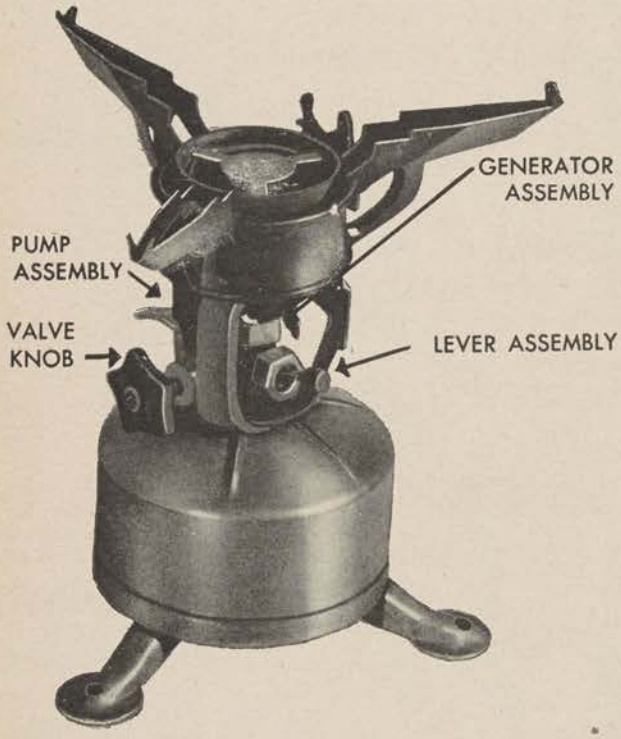
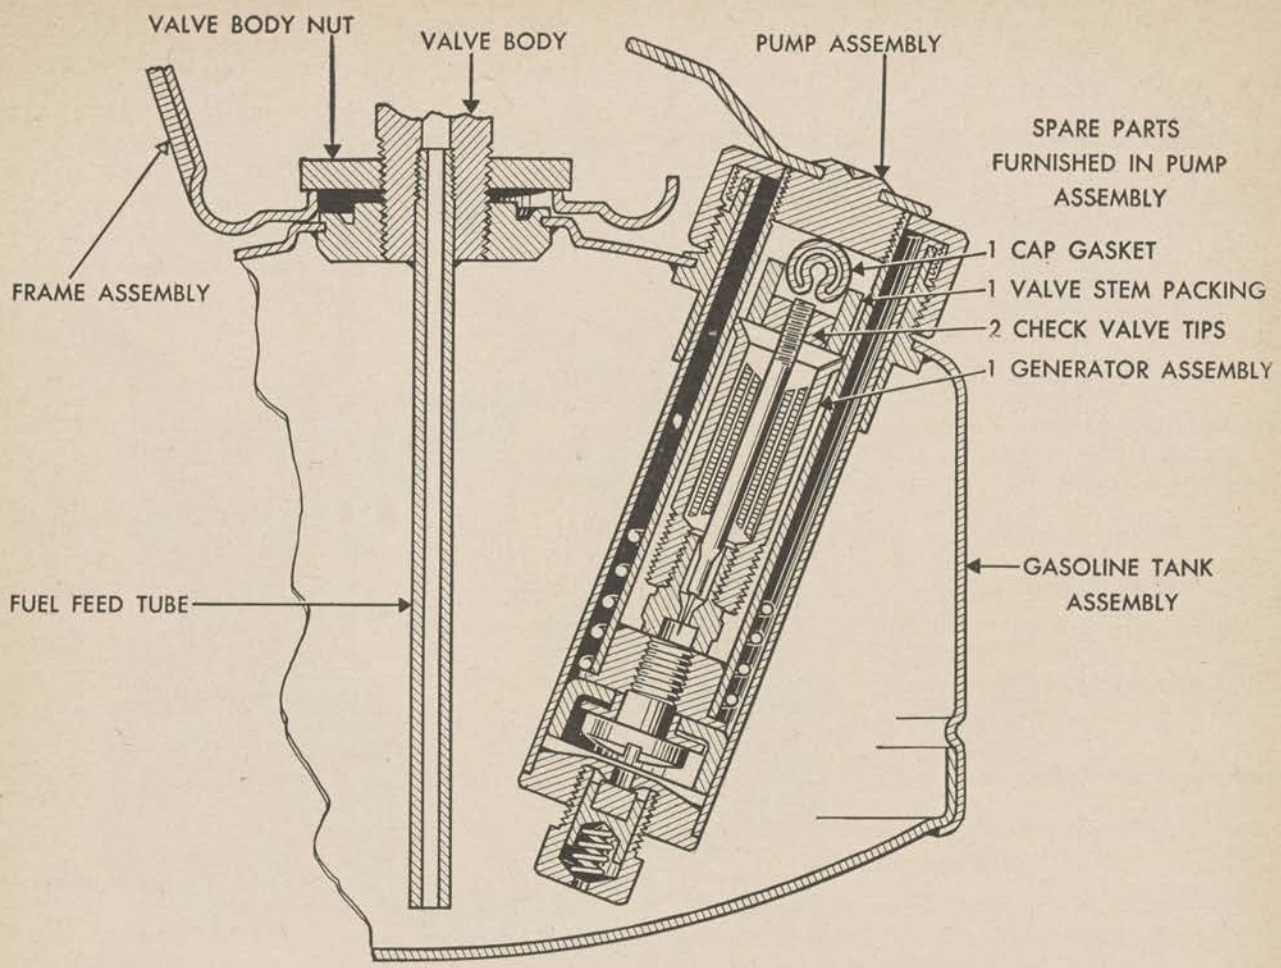

Figure 5. Stove, cooking, gasoline, M1942, one-burner, modified (65–H–2881).
Figure 7. Detail of stove, cooking, gasoline, M1942, one-burner, modified, showing spare parts in pump assembly.
a. GENERAL. Stove, cooking, gasoline, M1942, one-burner, modified (fig. 5), is a new type of the stove discussed in paragraphs 1 to 4 inclusive. It is issued under the same stock number, 65–H–2881, as the earlier model.
b. HOW TO LIGHT AND OPERATE. (1) To light this stove (see figs. 5 and 6) fill the tank three-fourths full of gasoline and tighten the cap.
(2) Clean the tip by moving the cleaning lever down and up.
(3) Pump 20 to 30 strokes with the air pump (fig. 7).
(4) Turn the valve knob, opening the valve slightly to fill the priming cup three-fourths full.
(5) Close the valve and light the burner. When the gasoline in the priming cup is almost consumed, open the valve gradually to obtain the maximum blue flame.
c. HOW TO PACK. (1) Close the valve and allow the burner to go out.
(2) Loosen the pump cap to allow air to escape and then retighten.
d. MAINTENANCE. (1) Spare parts are carried in the pump barrel (see fig. 7) and in the holder attached to the frame. To obtain parts from the pump barrel, unscrew the pump grip.
(2) Spare parts for the generator assembly of this stove are interchangeable with those supplied for stove, cooking, gasoline, M1914, one burner. (See sec. II.)
(3) One wrench is clipped to the frame of each stove.
(4) See section I, appendix, for list of maintenance parts.
e. HINTS AND PRECAUTIONS. (1) Whenever the stove is operated in a confined space, be careful to provide adequate ventilation.